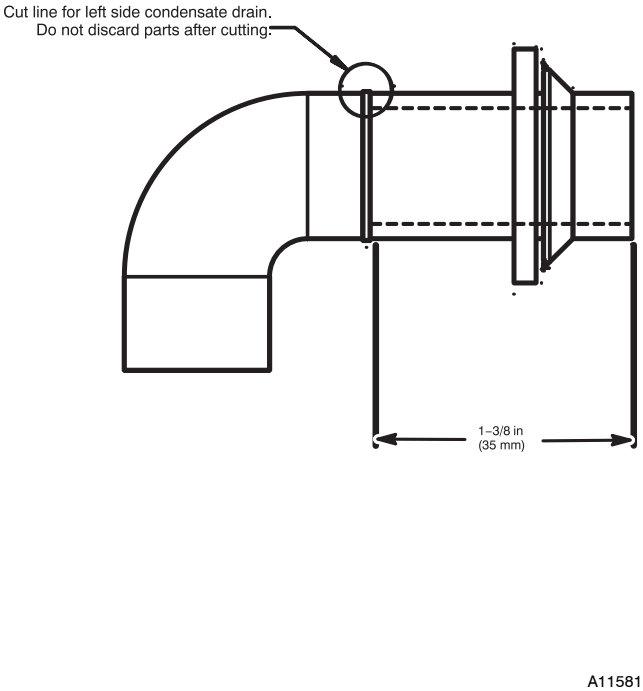

**Fig. 14 - Modify Rubber Drain Elbow**
3. The Z-pipe is connected to the condensate trap and the outside of the furnace by modifying the formed rubber drain elbow as shown in Fig. 14.
4. Remove the formed grommet from the rubber drain elbow by cutting the elbow along the vertical line located about 1-3/8 in. (35 mm) away from the formed grommet. See Fig. 14. **DO NOT DISCARD THE FORMED GROMMET OR THE RUBBER ELBOW**. Both of these pieces will be used.
**TIP FROM CONTRACTORS**: When installing the furnace horizontally, use the entire drain elbow (that is, do NOT cut as shown in Fig. 14 to connect the trap to the drain line. This helps to prevent bumps and shocks to the drain line from damaging the furnace drain trap. Avoid misalignment of the drain pipe which may cause kinks in the elbow.